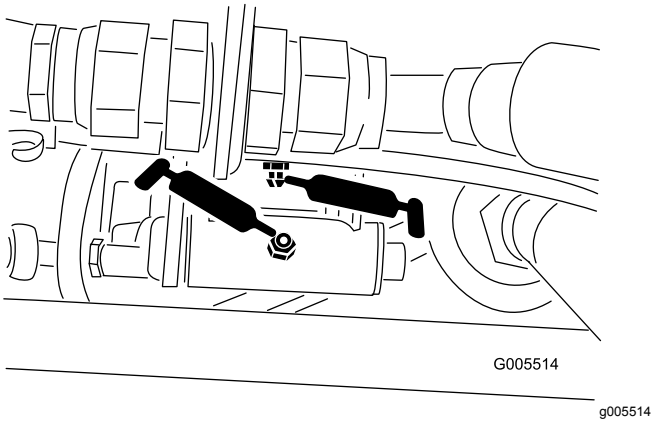
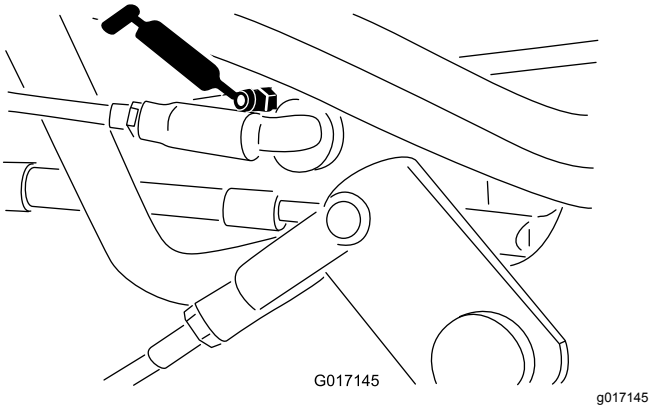

Figuur 38
Figuur 39
- Toerentalkoppeling (Figuur 38 en Figuur 39)